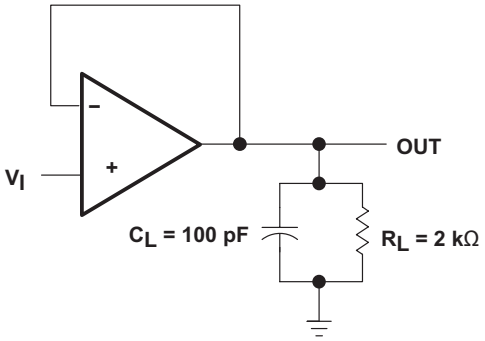

Figure 19. Test Figure 1
V_I = 10 V, R_L = 2 kΩ, C_L = 100 pF, T_A = − 55°C to 125°C, See Figure 19	5 (1)
(1) On products compliant to MIL-PRF-38535, this parameter is not production tested.